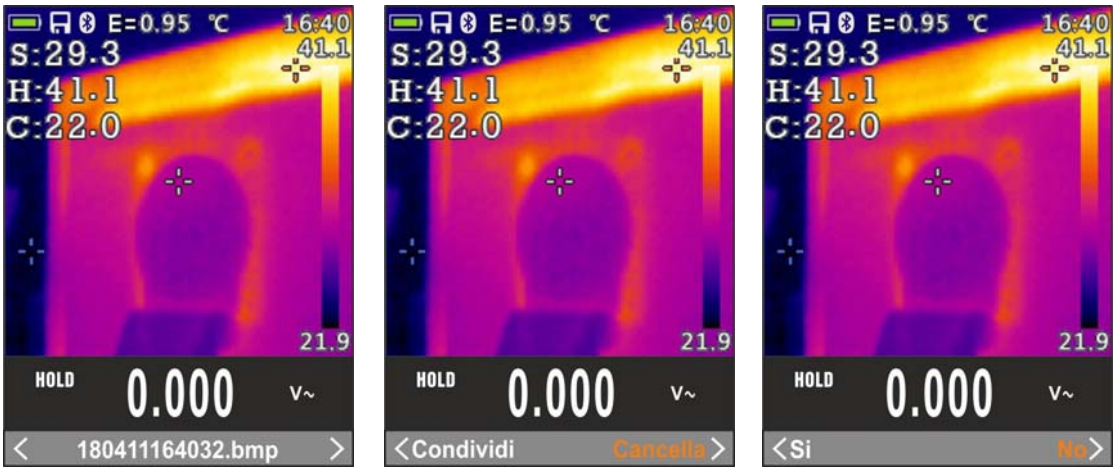

Fig. 42: Richiamo e cancellazione immagine IR
11. Entrare nel Menu generale per rivedere il risultato salvato (vedere Fig. 42 – parte sinistra)